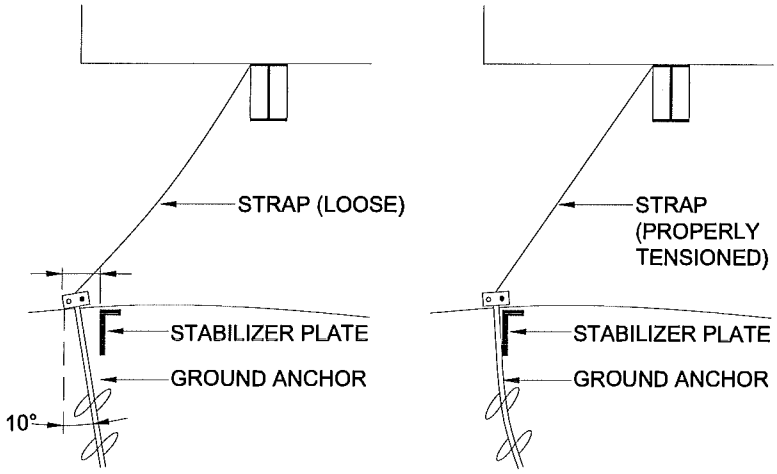

Figure 57. *Determining anchor and stabilizer plate location*
Stabilizer plate configurations (**Figure 57**) are suitable for homes in all wind zones. Anchors may be installed after the home is set. A stabilizer device, typically an ABS or metal plate, is used to prevent the top of the anchor from slicing through the soil when the load is applied. Stabilizer plates are available in a variety of widths. Choose the widest plate that can be driven into the soil to maximize resistance to movement. The LAHJ may have stabilizer plate requirements.
1. **Measure.** To determine the stabilizer plate location, measure from the top of the I-beam to the ground directly under it and then use the same measurement directly away from that point under the beam (**Figure 57**). The anchor and plate must be under the home, but within six inches of the exterior wall for a near beam set and ten inches minimum from the exterior wall for a far beam set. Be careful not to place in a location that will interfere with skirting.